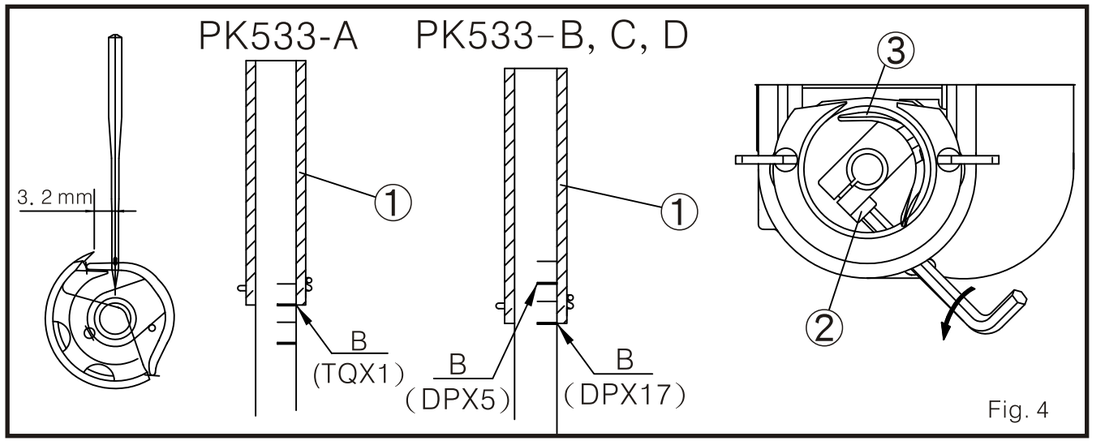

Fig. 4
2. Ajuste la coordinación de la barra aguja (Fig. 4)